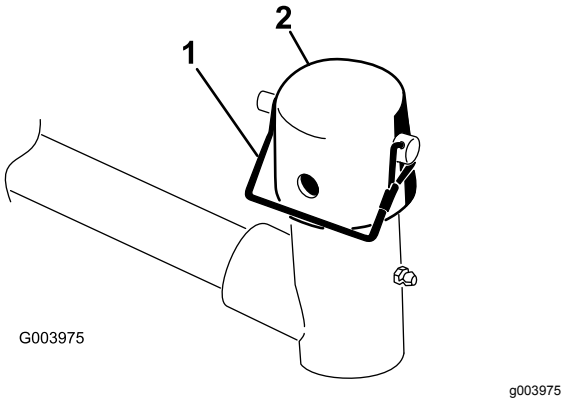

Figuur 10
7. Verwijder de lynchpen en de gaffelpen uit de pen en trekkoord van het juk van het draaipunt van de hefarm. Verwijder dan de dop (Figuur 10).
11. Bevestig het kapje en de as van het draagframe met de borgpen aan het juk van de hefarm (Figuur 10).